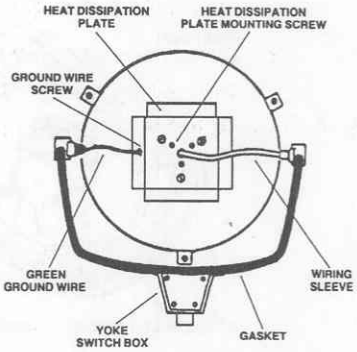

Figure 3-49. Yoke gasket.
(6) Fasten the electrical wires to the threading wire and pull the electrical wires through the wiring sleeve and the lighthead pivot. Detach and discard the threading wire.
(7) Move the heat dissipation plate along the wiring sleeve and position it correctly.
(8) Reinstall the three Phillips screws to fasten the heat dissipation plate.
(9) Insert the electrical wires into the yoke.
(10) Press the yoke gasket into place (fig 3-49).